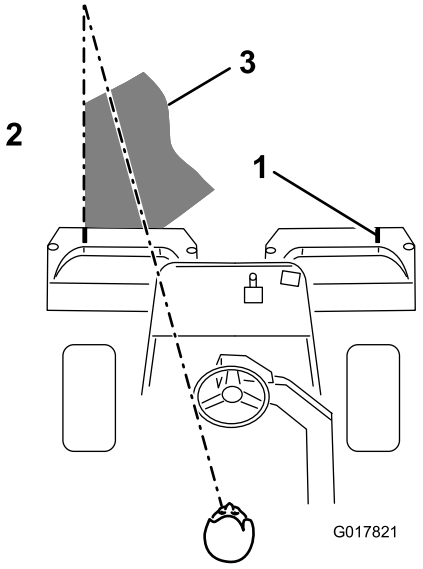

Figur 39
3. Överlappa den tidigare klippremsan så lite som möjligt under nästkommande vända. Etablera en tänkt siktlinje ca 1,8 till 3 m framför maskinen så att du klipper i en rak linje över greenen och håller maskinen på ett jämnt avstånd till förra klippvändans kant (Figur 39). En del tycker att det är användbart att inkludera rattens ytterlinje som del i siktlinjen, d.v.s. att hålla rattkanten i linje med en punkt som alltid är på samma avstånd från maskinens framkant (Figur 39).